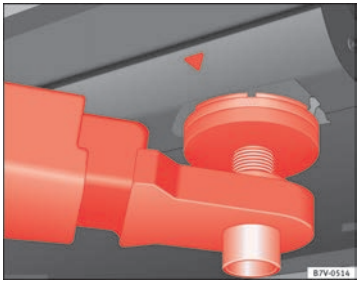
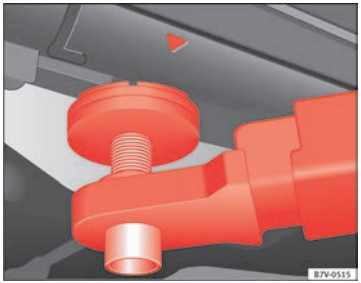

Fig. 122 Front jacking points for raising vehicle with lifting platform or jack.
Fig. 123 Rear jacking points for raising vehicle with lifting platform or jack.
Always use the jacking points indicated in the figures ⇒ fig. 122 and ⇒ fig. 123 when raising the vehicle. If the vehicle is not lifted at these points, it could be seriously damaged ⇒ ⓘ or lead to serious injury ⇒ ⚠.
- **Only use the jacking points indicated in the figures ⇒ fig. 122 and ⇒ fig. 123 when raising the vehicle. If the vehicle is not lifted at the indicated points, it may fall from the platform while the engine or gearbox is being dismounted, for example.**